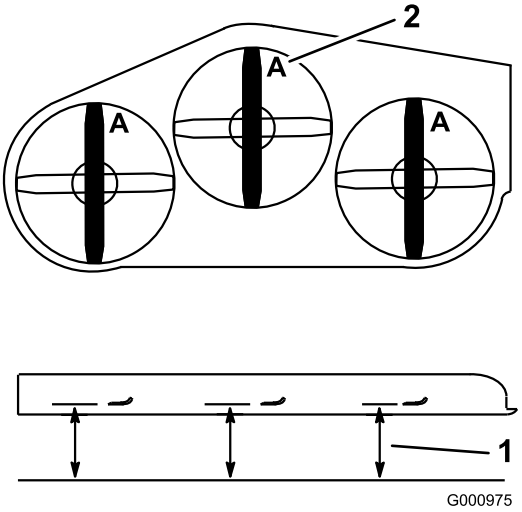

**Figur 77**
3. Drej skæreknivene, indtil enderne vender fremad og bagud. Mål fra en plan overflade til skærekanten, position **A**, på skæreknivene(Figur 77). Noter dette mål.